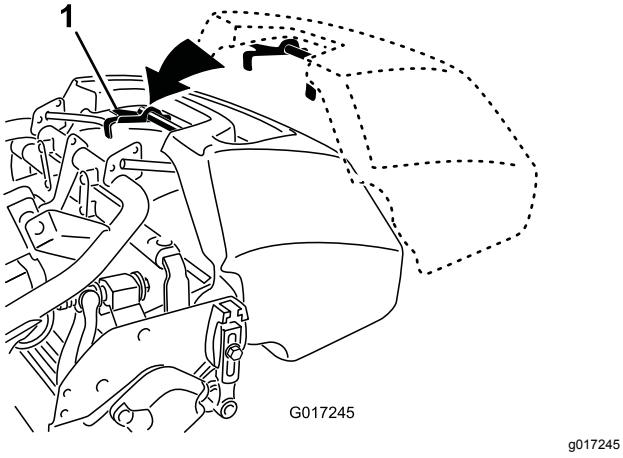

Figuur 21
2. Leid de rand van de grasmand tussen de zijplaten van het maaidek en over de voorste rol (Figuur 21).
3. Monteer de grasmandhaken over de framebeugel (Figuur 21).